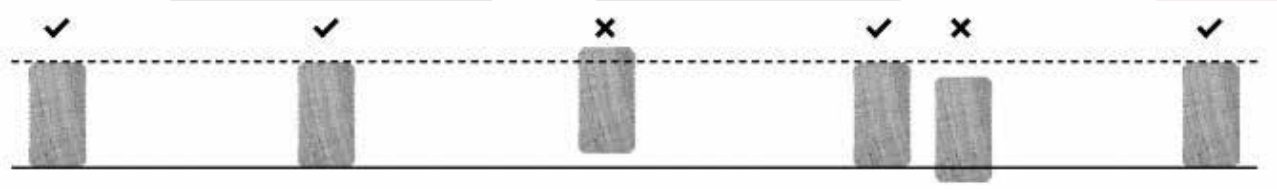

Bild 3: Ausrichtung der Unterkonstruktion Quelle: Fixinggroup
- UK-Hölzer in einer Flucht ausrichten (siehe Bild 3)